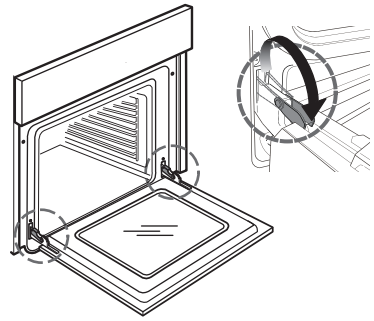

Fig. 1
2. Soulevez les deux manettes d'arrêt des charnières en les poussant vers l'avant, jusqu'à la butée (fig. 1).